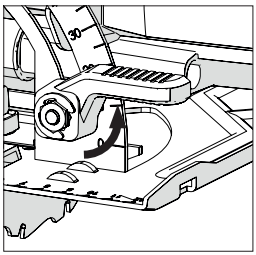

Fig. 13
- Desaperte o mecanismo de bloqueio do bisel encontrado na parte da frente da máquina, puxando a alavanca para cima. **(Fig. 13)**